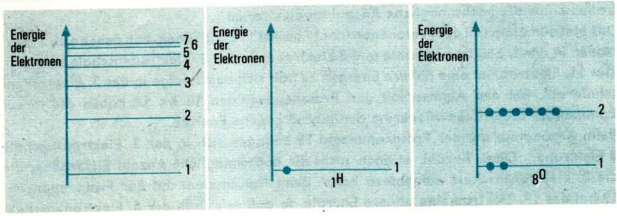

Abb. 12 Energieniveauschema der Elektronen in der Atomhülle
① Beschreibe den Bau der Atomhülle des Kohlenstoffatoms! Berücksichtige die höchstmögliche Anzahl von Elektronen in den Elektronenschalen!
② Erläutere den Zusammenhang zwischen Aufenthaltsraum der Elektronen in der Atomhülle, Elektronenschale und Energieniveau!
③ Vergleiche die Energie der Elektronen im Wasserstoff- und Sauerstoffatom anhand der Abbildung 12, S. 17!
Die Energie von Elektronen wird im **Energieniveauschema** veranschaulicht (Abb. 12). Elektronen mit annähernd gleicher Energie sind einem Energieniveau zugeordnet.
■ Das eine Elektron des Wasserstoffatoms wird im Energieniveauschema dem 1. Energieniveau zugeordnet (Abb. 12).
Die 8 Elektronen des Sauerstoffatoms werden im Energieniveauschema zwei Energieniveaus zugeordnet. Die beiden Elektronen mit annähernd gleicher Energie, die sich in der 1. Elektronenschale (dem Atomkern nächsten Elektronenschale) aufhalten, werden dem 1. Energieniveau zugeordnet. Die Energie der übrigen 6 Elektronen der 2. Elektronenschale entspricht dem 2. Energieniveau. Deshalb werden die 6 Elektronen der 2. Elektronenschale dem 2. Energieniveau zugeordnet (Abb. 12).